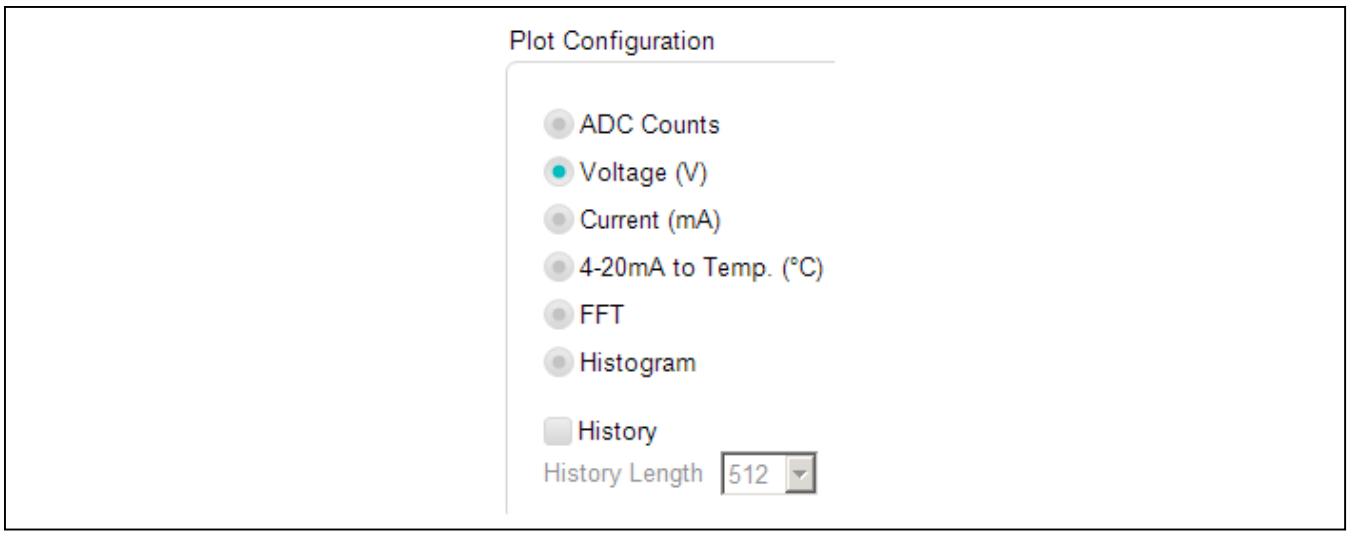

Figure 9a. Plot Configuration Options
b) **Plot Configuration Options** (Figure 9a):